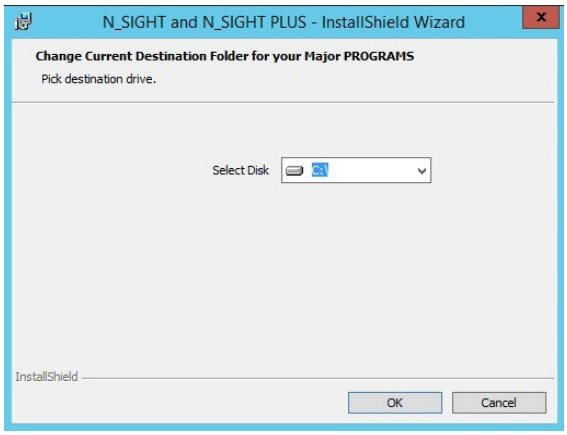

Figure 6.15 – Destination Folder for Major PROGRAMS
5. Click **OK** and the Change Current Destination Folder for your Major PROGAMS window appears. See Figure 6.15 on page 6-12.
The Change Current Destination Folder for Your Major PROGRAMS window appears. See Figure 6.15 on page 6-12.